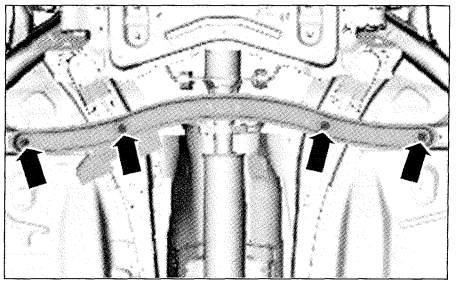

FIG. 43
- el refuerzo de suelo **(fig. 43).**
- apretar las fijaciones de refuerzo de suelo a 3 daNm **(fig. 43).**